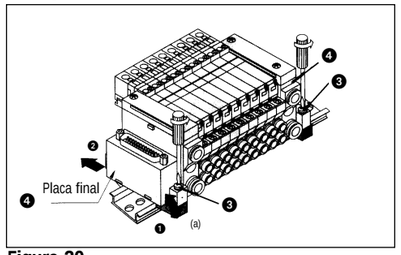

Figura 20
Desmontaje del carril DIN (Figura 20)
Suelte los tornillos de sujeción ❸ (Figura 20) del lado (a) de las placas finales ❹ (Figura 20) que se encuentran en los dos extremos del colector.
Levante el lado (a) de la base del colector y deslice la placa final ❹ (Figura 20) en la dirección indicada por ❷ (Figura 20) para desmontar del carril.